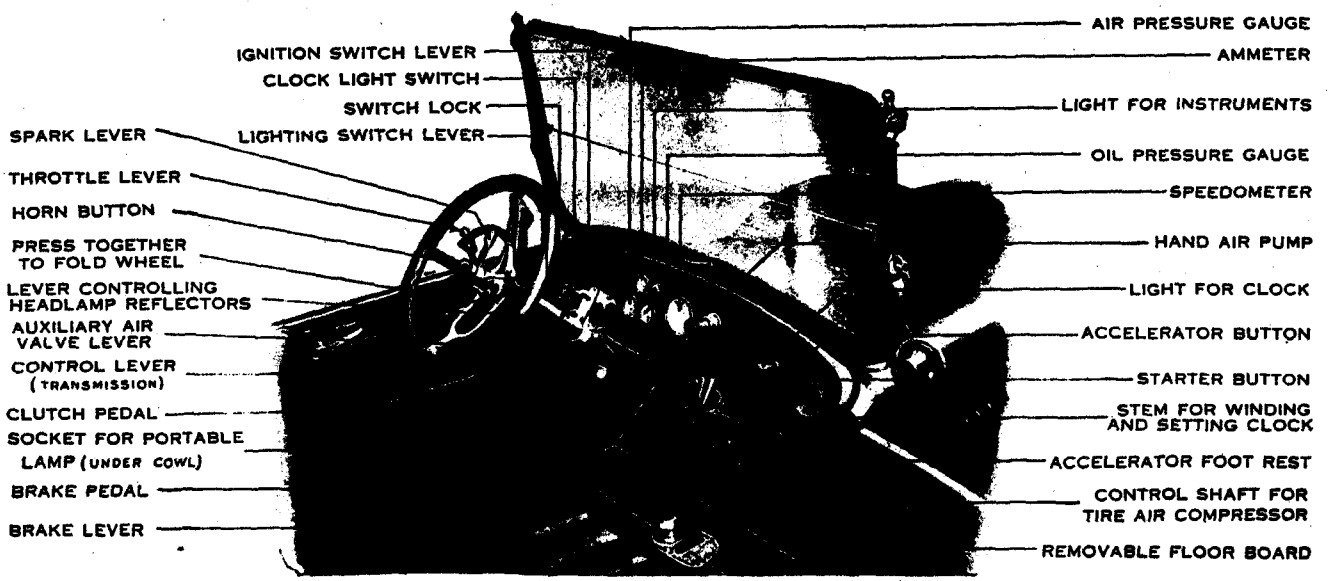

*Fig. 1. Instruments, Control Levers and Pedals on Standard Seven Passenger Car.*
1. First make certain that the transmission control lever is in the neutral position and that the hand brake is applied (see Figure 1.)
Lubricating oil is fed under pressure to the main and connecting rod bearings of the engine (see under "Engine Lubrication," page 28). The pressure of the oil is indicated by the oil pressure gauge on the instrument board. (See Fig. 1.)
*Caution:—Do not attempt to shift from neutral to any gear, or from one gear to any other gear without first disengaging the main engine clutch by pushing down on the clutch pedal (see Figure 1.)*
To fill the radiator condenser (see under "Condenser," page 48), take out the removable floor board just forward of the transmission control lever (see Figure 1) and replace the drain plug "R." (Figure 35.) Remove the condenser filler cap "V" and fill the condenser one-half full, using the same liquid as in the radiator. Replace the filler cap, making sure that the vent hole in the side of the cap is open.
The reflectors in the head lamps are pivoted so that they can be tilted and are controlled by a lever on the left-hand side of the steering column (see Fig. 1.) When the road is clear and illumination of the distant road is desired, the reflectors direct the rays straight ahead. When a vehicle traveling in the opposite direction approaches, the rays from the headlight can be deflected below the level of the occupants of the approaching car and the illumination directly in front of the car increased by simply raising the lever on the steering column and thereby tilting down the reflectors.